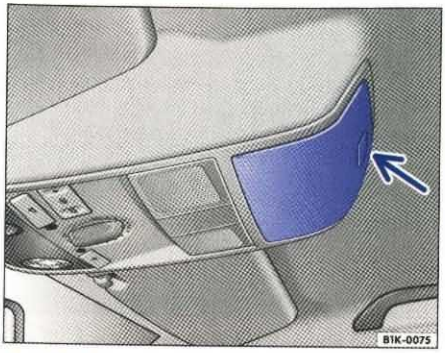

Rys. 77 Schowek na okulary w konsoli dachowej
– Aby *zamknąć* należy nacisnąć w kierunku strzałki ⇒ rys. 77 na pokrywę. Pokrywa otwiera się samoczynnie.